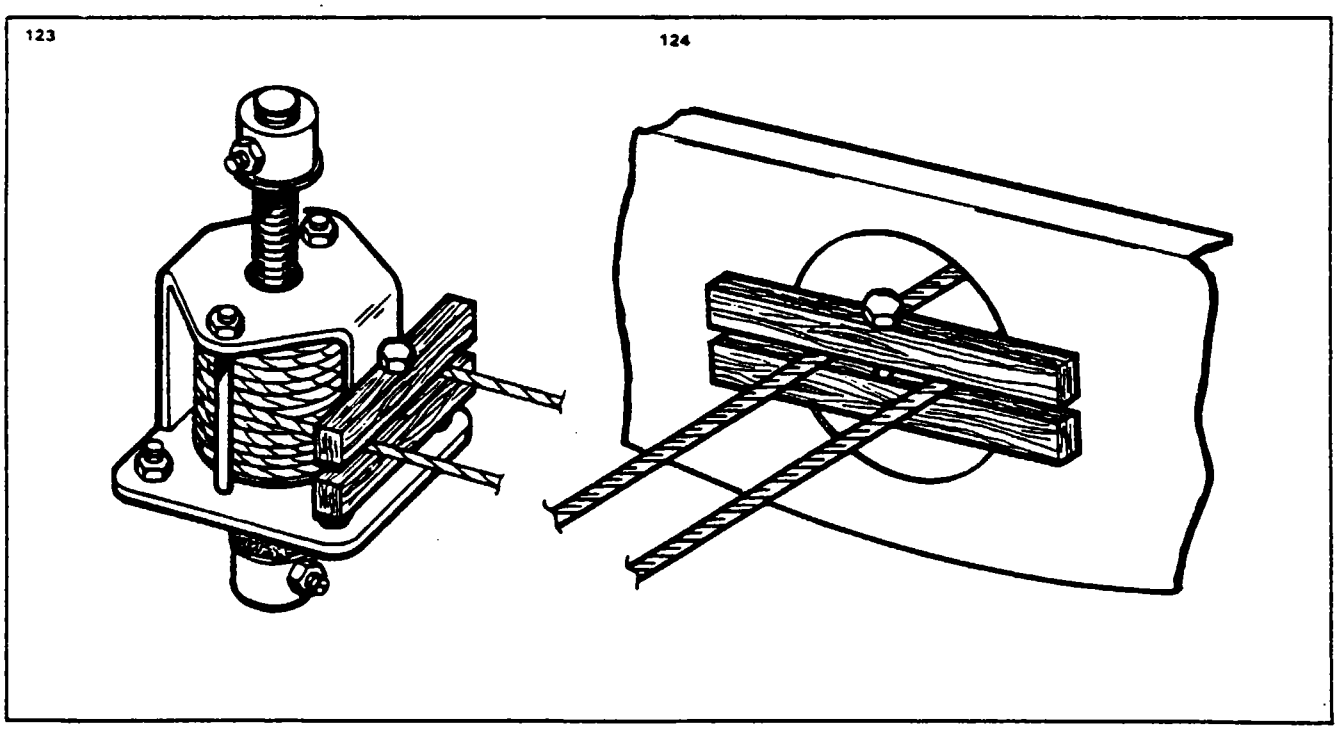

Figure 4-2. Methods of Blocking Control Cables
3. Remove the access panels at the aft section of the fuselage. Block the elevator and rudder trim cables ahead of the main spar and in the aft section of the fuselage to prevent the cables from unwrapping at the trim drums. (Refer to Figure 4-2.) Disconnect the elevator and rudder trim cables at stations 308.75 and 287.50. Draw the cables forward through the main spar, to allow the cables to be drawn through the fuselage. Remove the cable guard pins from stations 243.25 and 262, also remove the rub blocks from stations 137, 162.60, 174 and 215.